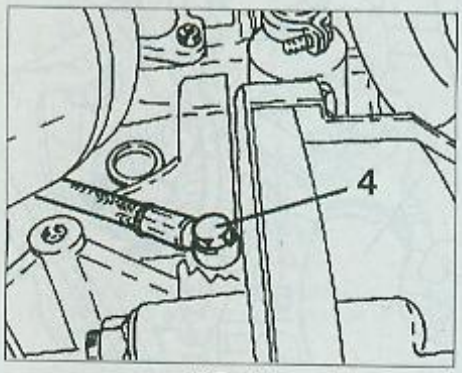

FIG. 41
• Déposer la sonde de température (2).
• Déposer les vis du tuyau de retour d'huile (3).
• Déposer la vis du tuyau d'alimentation d'huile (4) (Fig.41).